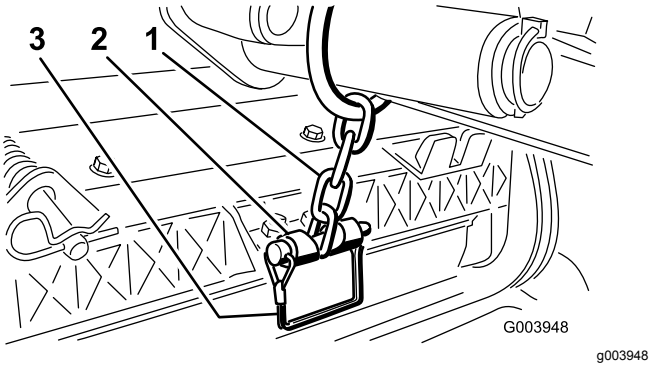

**Figur 12**
12. Fäst lyftarmens kedja på kedjefästet med låsstiftet (Figur 12).